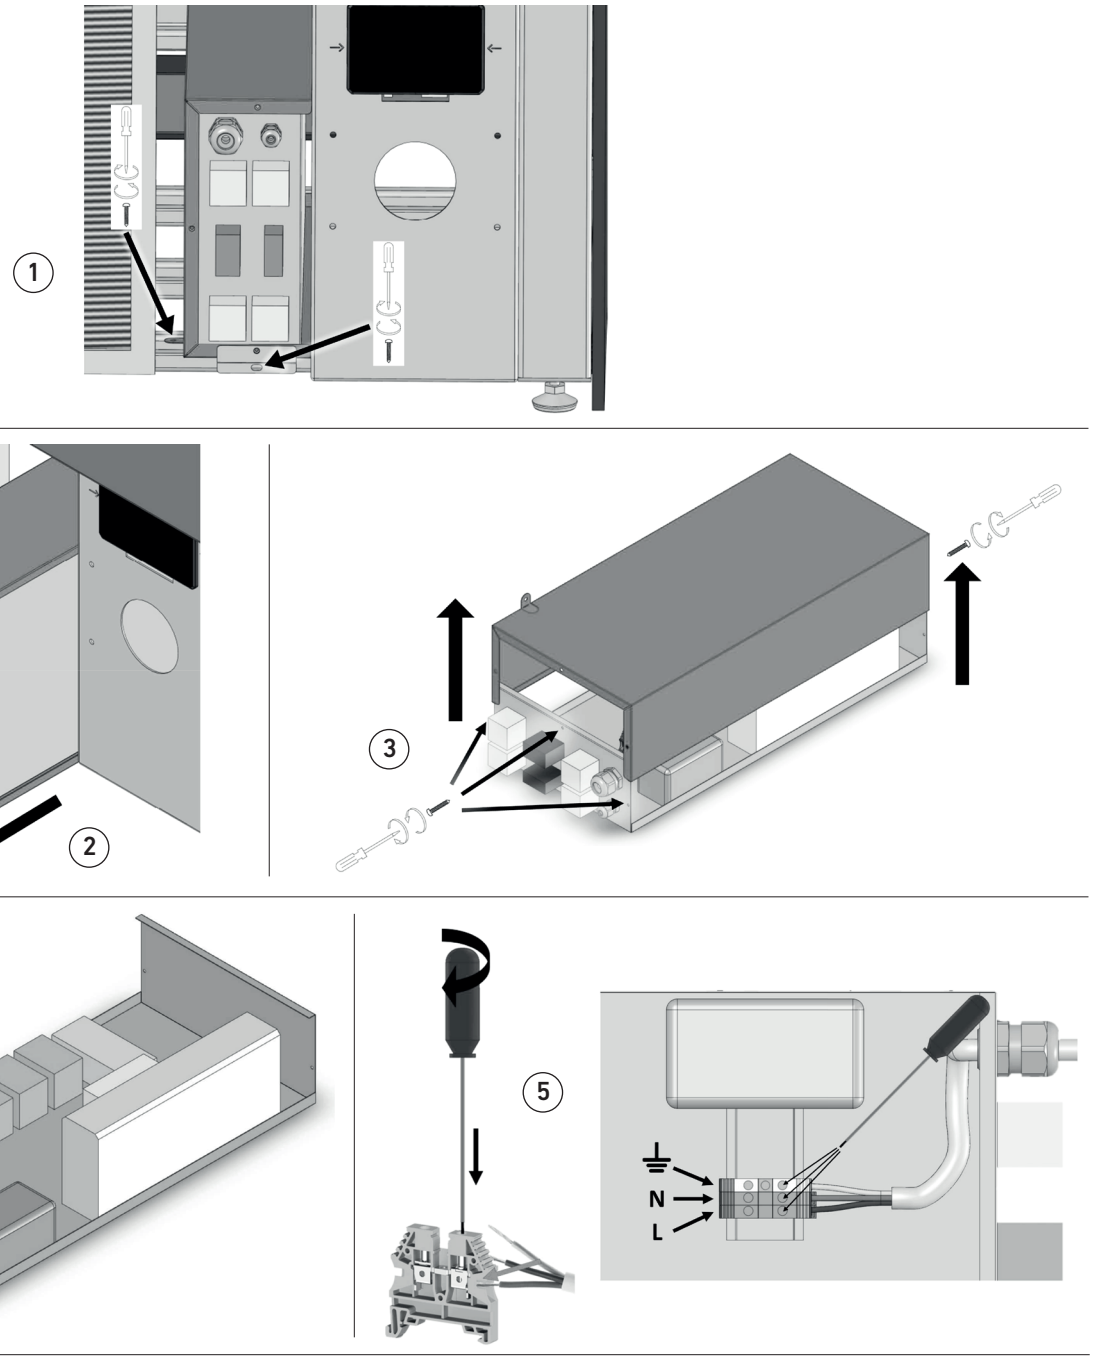

fig. 18
- Svitare le viti di fissaggio indicate in fig. 18 part. 1 (in alcuni modelli è presente soltanto la vite sulla sinistra dell'immagine);
- Sfilare la basetta elettrica facendola scorrere nell'apposita slitta (fig. 18 part. 2);
- Rimuovere le viti di fissaggio della copertura della basetta (fig. 18 part. 3);
- Munirsi di un cavo elettrico adeguatamente dimensionato per l'apparecchiatura., inserirlo nel pressacavo mostrato in fig. 18 part. 4 e dirigerlo verso i tre morsetti indicati nella medesima figura;
- Connettere i cavi elettrici con i tre morsetti effettuando una spelatura di fase (L), neutro (N) e terra (⏚) come indicato al primo punto dell'elenco precedente e mostrato in fig. 18 part. 1;
- Collegare i cavi con le relative morsettiere utilizzando un cacciavite a taglio con lunghezza della lama di circa 2,5 mm ed eseguire la procedura riportata in fig. 18 part. 5 prestando la massima attenzione a connettere ogni cavo con la morsettiera corretta. Controllare che i cavi siano stati collegati correttamente alle morsettiere provando a tirarli leggermente (se il fissaggio è corretto le parti sguainate del cavo non devono sfilarsi dalla sede presente nelle morsettiere);